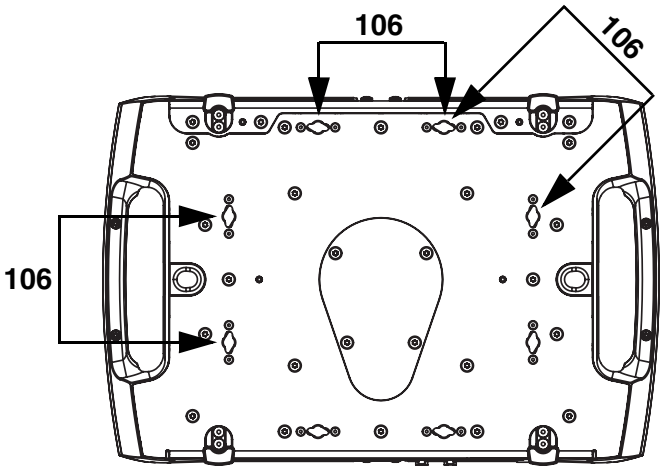

Figure 3 : Points de montage des embases Omega
Les quatre paires d'inserts à 1/4 de tour espacés d'un entr'axe 106 mm (4.17 po.) acceptent des embases Omega pour la fixation rapide d'accessoires de suspension (voir Figure 4). Les embases Omega peuvent être installés parallèlement aux côtés de la base ou en diagonale (voir Figure 3).
3. Voir Figure 3 en page 11. Alignez le premier collier et son embase avec 2 points d'accroche de la base, puis engagez les deux inserts à quart de tour dans les emplacements correspondants de la base. Voir Figure 4. Tournez les leviers des inserts à quart de tour de 90º dans le sens horaire pour verrouiller.